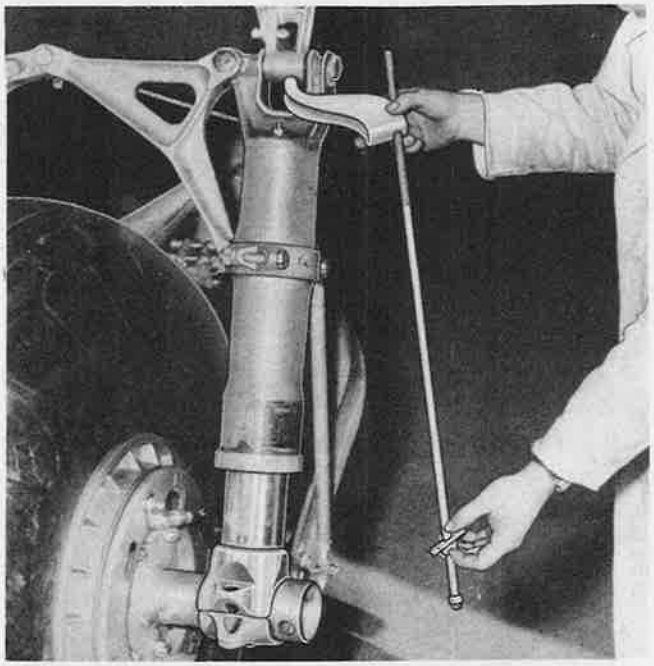
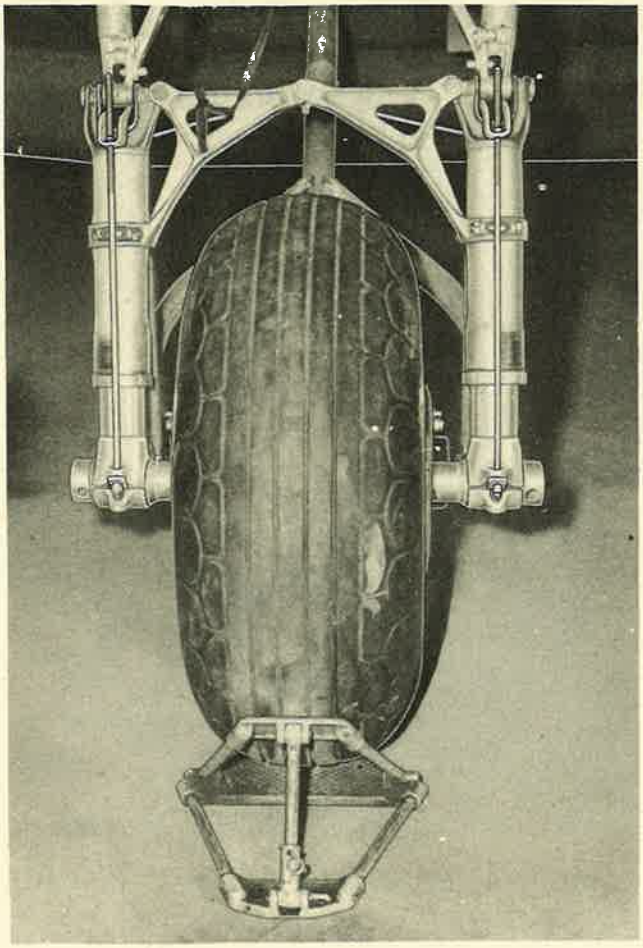
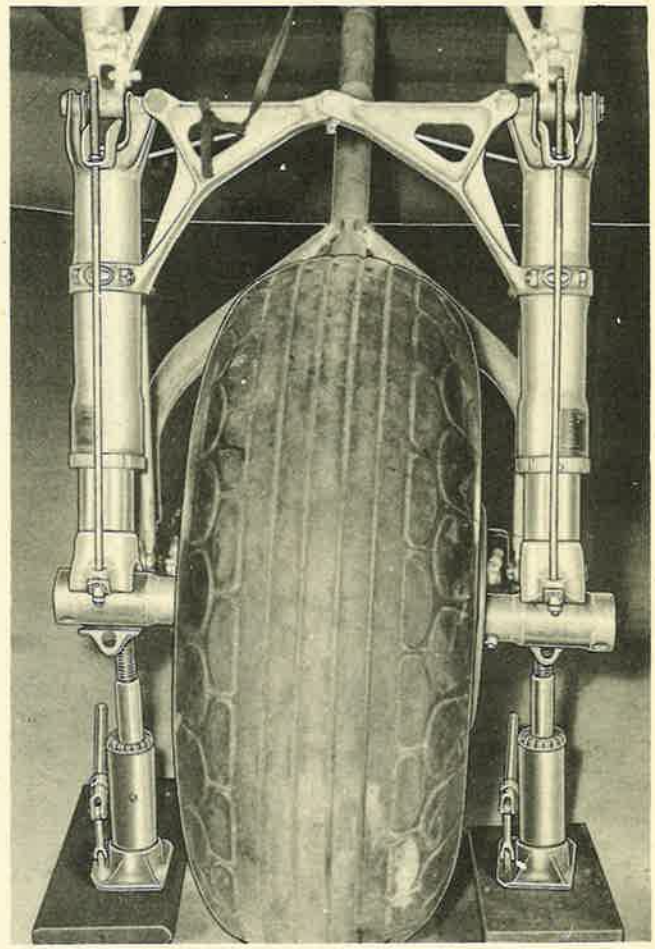

Figure 30—Shock Strut Restraining Link Ready for Installation
Figure 32—Two Shock Strut Restraining Links Installed
Figure 33—Jacks Installed at Knuckles of Rear Brace Strut
The shock strut restraining link assembly (Douglas part No. 2140682) is a helpful device which may be used with wing jacks. One function of these link assemblies is to conserve jacking range, which increases jacking stability. For complete instructions regarding their installation, see figures 30, 31, 32, 33, 34, and 35, and refer to paragraph 2.*b.*(1)*(a)1.*, this section.
1. SHOCK STRUT RESTRAINING LINK ASSEMBLY.—The shock strut restraining link assembly (Douglas No. 2140682), shown in figures 30, 31, 32, 33, 34, and 35, is installed and used when the forward section is raised by wing jacks, or when a wheel is raised by short jacks placed under the forward Y-ends of the rear brace strut. One end of the assembly is hooked into the top of the air-oil shock strut. The other end is bolted to the upper half of the main axle housing after the bottom half has been disengaged. Figure 32 shows two of these assemblies installed, one forward of each shock strut. These assemblies must always be installed in pairs, as shown in figure 32. Figures 33 and 34 show jacks installed under rear brace strut jack pads.